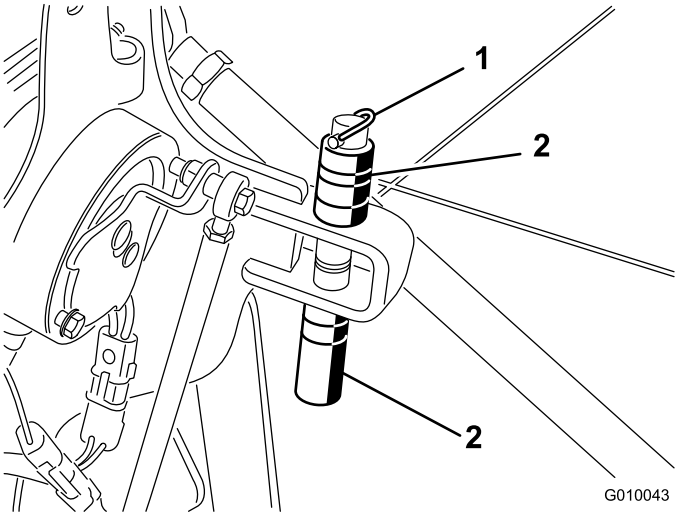

**Figur 28**
1. Fjern ringstiften, der fastholder afstandsstykker og dybdestifter (Figur 28).